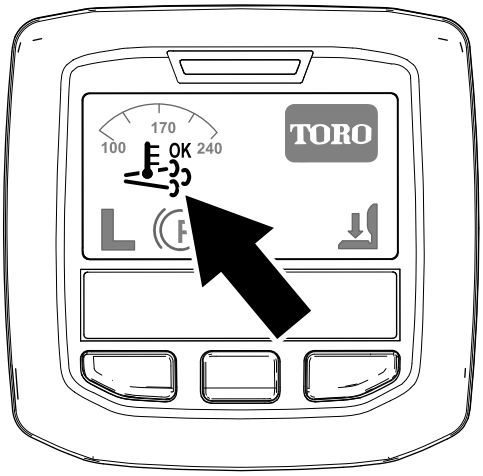

**Figur 28**
- Symbolen för stöd-/återställningsregenerering visas i InfoCenter (Figur 28).